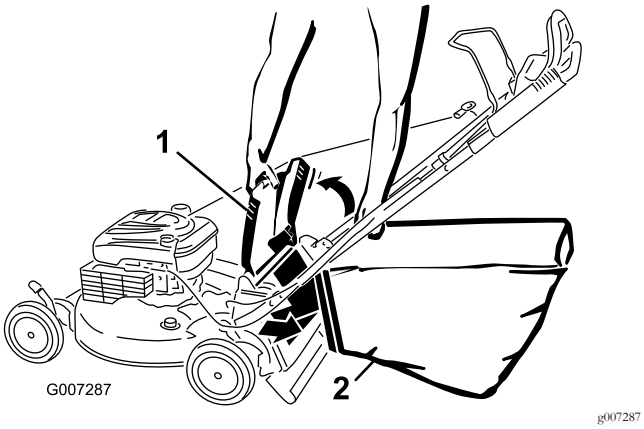

Figure 25
4. Accrochez le bord supérieur avant du bac aux ergots sur les crans des supports de poignée (Figure 25).